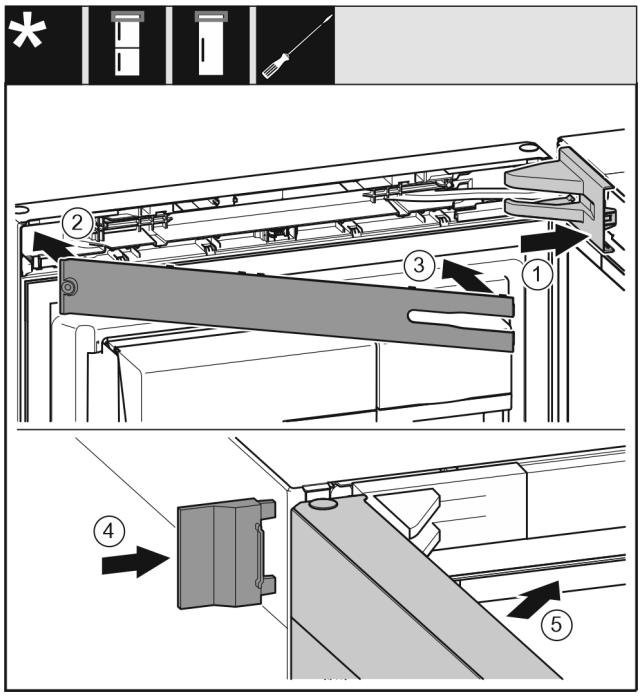

Fig. 44
▶ Așezați capacul suportului de lagăr *Fig. 44 (1)* și fixați în poziție, după caz, despărțiți cu precauție prin apăsare.
▶ Aplicați masca *Fig. 44 (2)*.
▶ Pivotați spre interior placa *Fig. 44 (3)* și fixați-o în poziție.
▶ Montați capacul exterior *Fig. 44 (4)*.
▶ Închideți ușa superioară *Fig. 44 (5)*.